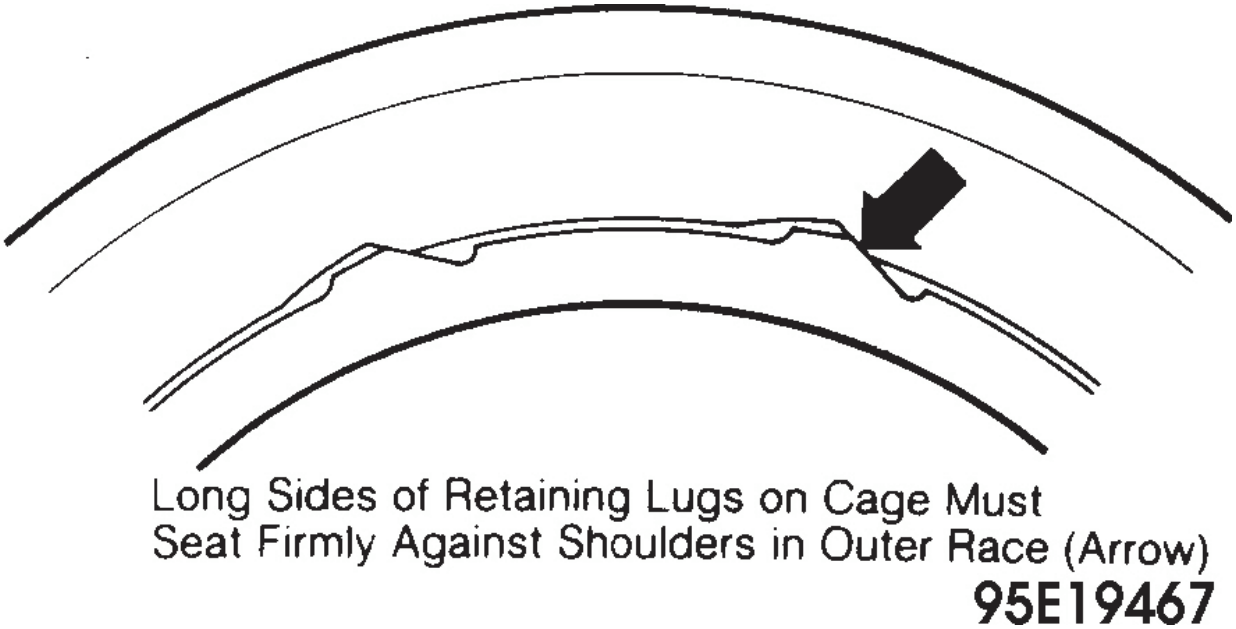

Fig. 22: Steel Roller Cage Installation In 1st Gear One-Way Clutch Outer Race
1. On steel roller and spring cage type, install lower circlip in groove of outer race. If necessary, heat outer race to 300-390 deg. F (150-200 deg. C) and set roller cage on ice. Place roller cage into outer race with 2 pair of pliers. See **Fig. 22**.